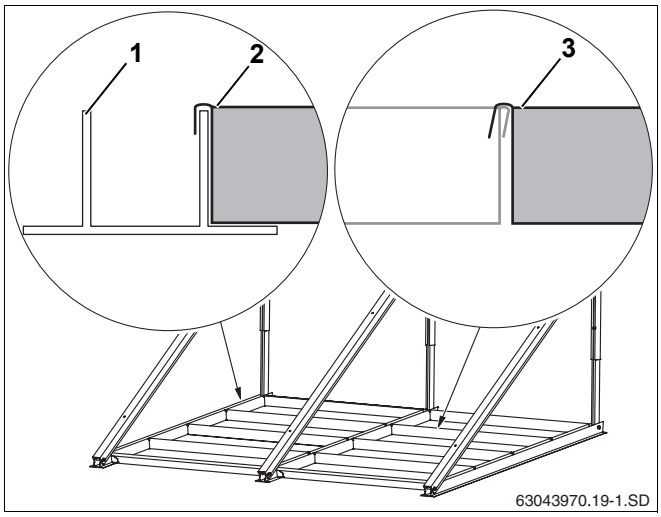

Rys. 27 4 wanny obciążające na 1 kolektor
- Wanny obciążające (rys. 27, **poz. 2**) umieścić w dolnych profilach (rys. 27, **poz. 1**), wkładając jedną w drugą (rys. 27, **poz. 3**).